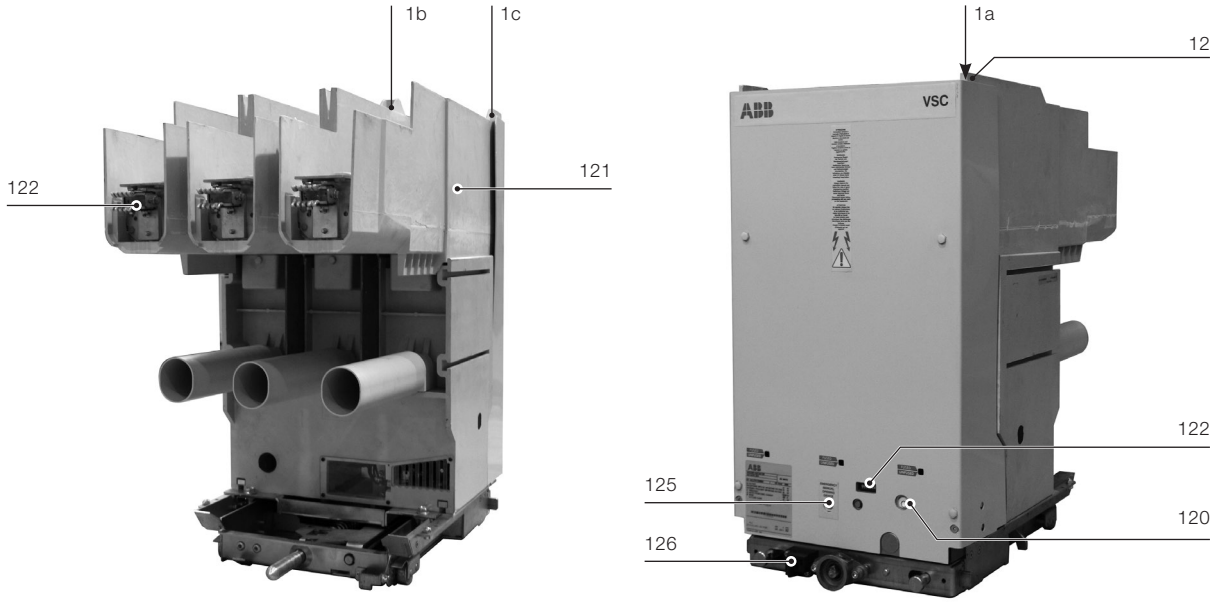
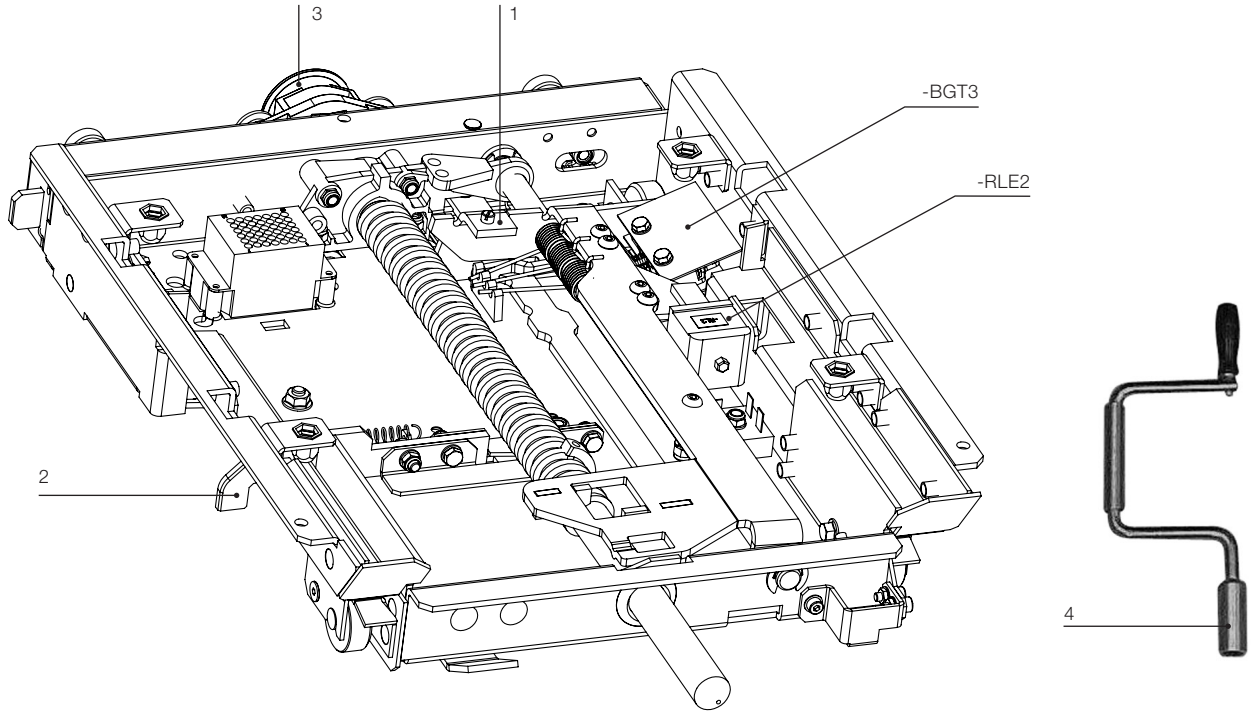

Fig. 12
Fig. 12a - Dispositivi di blocco su carrello di estrazione.
– un portafusibile completo di attacchi per fusibili (121). Nella parte superiore ci sono i riscontri 1a, 1b e 1c (fig. 12 - pag. 29) per l'azionamento dei contatti del contenitore per la segnalazione della posizione di inserito/test/sezionato.
– una segnalazione meccanica aperto/chiuso (120)
– i contatti di sezionamento a pinza di ingresso e di uscita (122);
– un conta manovre meccanico che indica il numero di manovre eseguite dal contattore (122);
– un dispositivo di apertura manuale di emergenza anche sotto media tensione (125);
– Blocco elettrico che impedisce la chiusura del contattore quando il carrello non è nelle posizioni di "inserito"(200 mm), "test" (47,5 mm) e "estratto"(0 mm) (-BGT3) (fig. 12a).
– Blocco meccanico che impedisce l'inserzione e l'estrazione del contattore quando è chiuso e la chiusura del contattore quando il carrello non è nelle posizioni di "inserito", "test" ed "estratto" (1) (fig. 12a).
– Elettromagnete di blocco sul carrello del contattore che in assenza di tensione impedisce l'inserzione o l'estrazione (-RLE2) (fig. 12a).
– Blocco meccanico che impedisce l'inserzione del contattore se la porta del contenitore non è chiusa (richiede il reciproco interblocco nella parte fissa) (126).
– Blocco meccanico per la posizione di "test" (2) (fig. 12a).
– Blocco per correnti diverse (5) (fig. 12a).